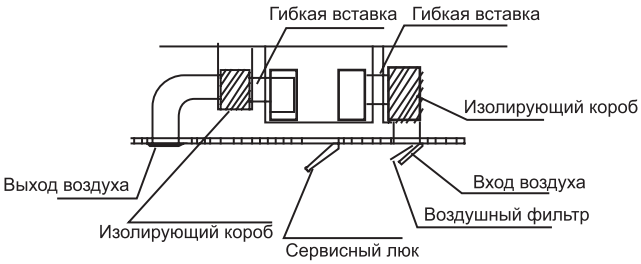

рис. 5-7
- Рекомендуется следующая схема соединений воздуховодов (рис. 5-7):